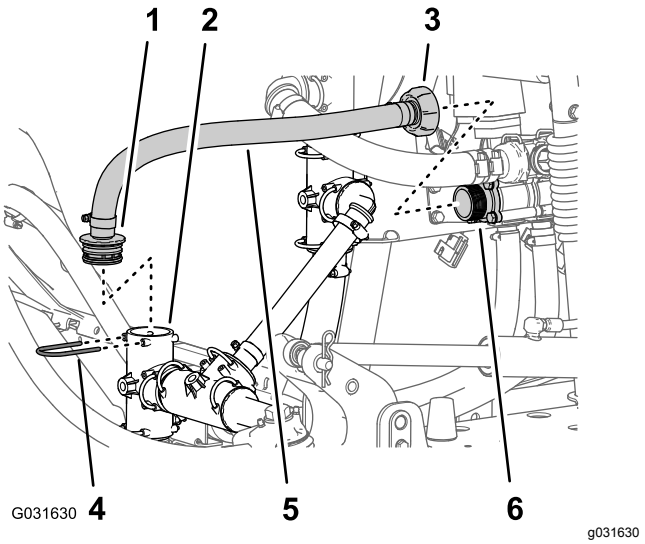

Figur 35
4. Fjern holderen som fester innløpsslangens rette kobling med mothaker på omløpsslangen til T-stykket på sprederpumpen (Figur 35).
5. Løsne adaptermutteren på innsiden av omløpsslangen fra adapterkoblingen på omløpsventilen (Figur 35).
6. Fjern slangen fra maskinen (Figur 35).